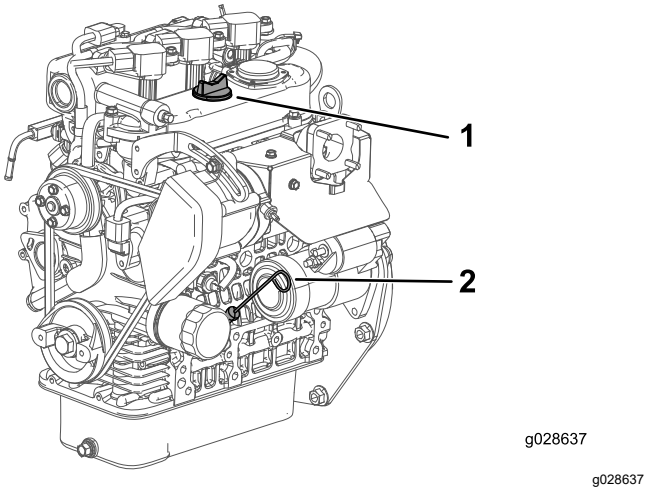

**Figur 35**
4. Ta ut oljestickan och torka av den med en ren trasa (Figur 35).
5. Sätt ner oljestickan i röret och se till att den kommer ner ordentligt (Figur 35).
6. Ta ut oljestickan och kontrollera oljenivån (Figur 35).
7. Om oljenivån är låg tar du bort påfyllningslocket (Figur 35) och fyller på tillräckligt med olja så att nivån når upp till markeringen FULL på oljestickan.
8. Sätt tillbaka oljestickan så att den sitter ordentligt (Figur 35).